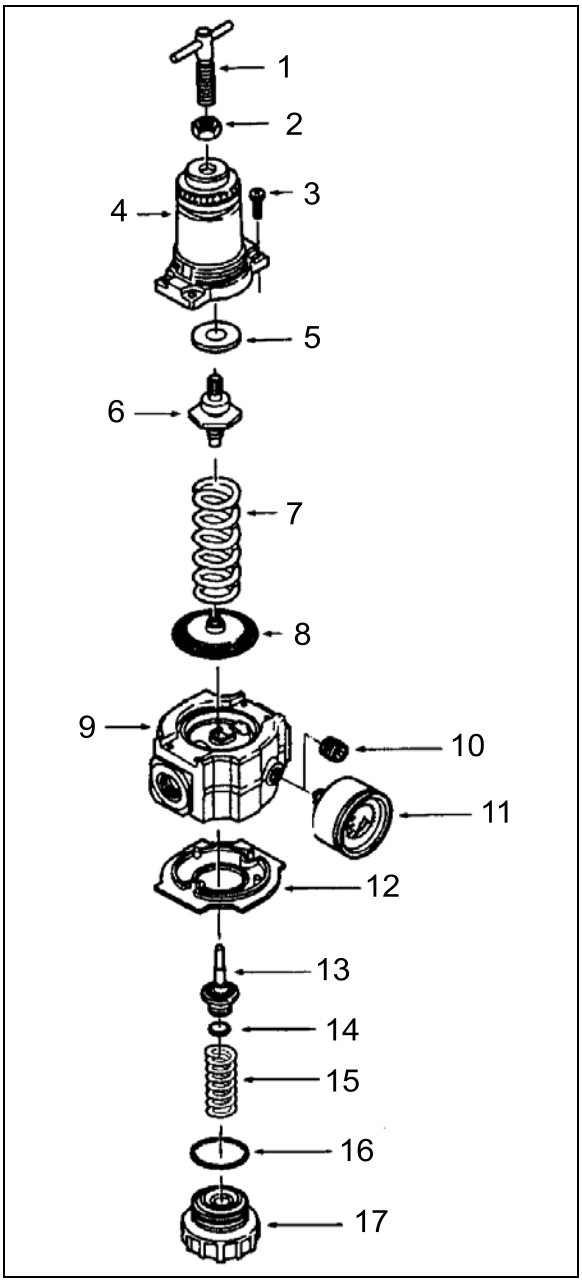

**FIGURE 44: AIR PRESSURE REGULATOR** 16035
1. Before turning on system air pressure, release jam nut (2, Figure 44) then turn regulator adjustment handle counter-clockwise until the load is removed from the regulating spring.
5. Tighten jam nut (2,Figure 44) to lock pressure setting.
1. Shut off inlet pressure and reduce pressure in inlet and outlet lines to zero. Turn regulator adjustment handle (1, Figure 44) counterclockwise until all load is removed from regulating spring. Regulator can be disassembled without removal from air line.
1. Lubricate O-ring (14 and 16, Figure 44), valve stem (13), tip of adjusting screw (1), and the outer circumference and both sides of the thrust washer (8) with a light coat of good quality O-ring grease.